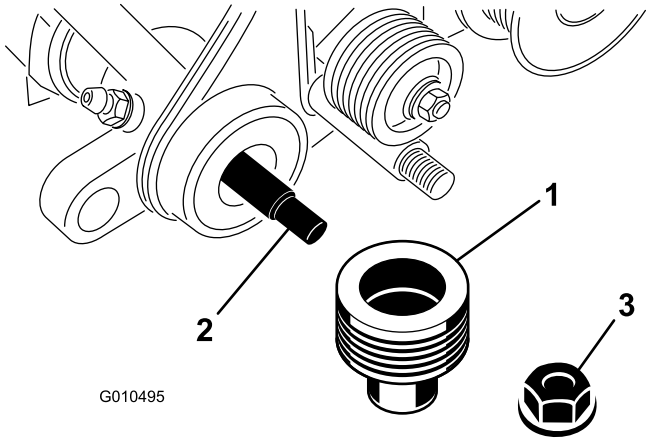

Figuur 33
6. Verwijder de borgmoer waarmee de aangedreven poelie is bevestigd aan het uiteinde van de groomeras en verwijder de poelie (Figuur 33).